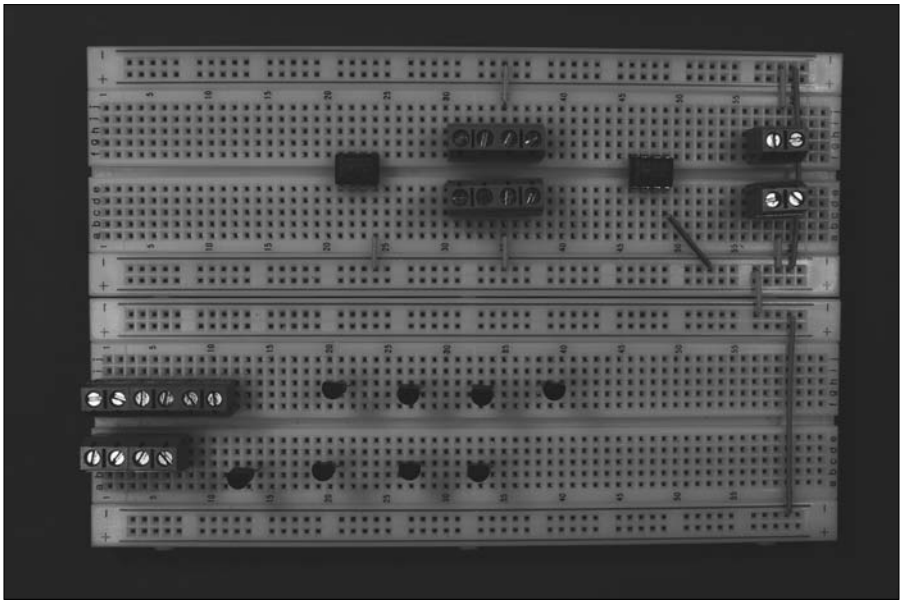

Figure 5-6: Shorter wires connect components to ground bus; the two long wires on the right connect the ground buses.
3. **Insert wires to connect the ICs, the battery pack terminal block, the microphone terminal block, and the potentiometer terminal blocks to the ground bus. Then insert wires between the ground buses to connect them to each other, as shown in Figure 5-6.**